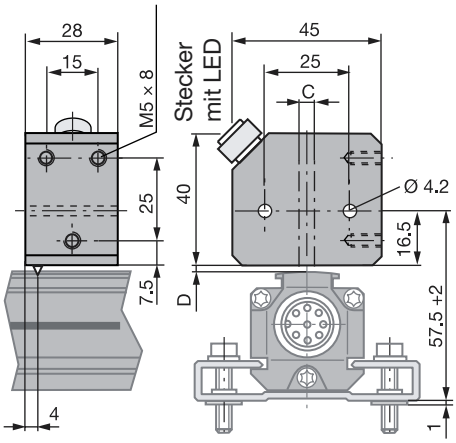

Bild 3-5:
*Der Messbereich ist um 4 mm in Richtung des BTL-Steckers/Kabels versetzt (➥ Bild 3-5).*